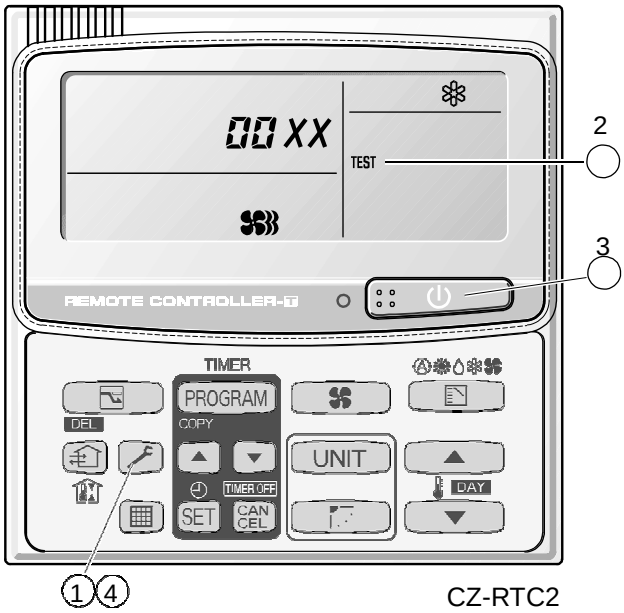

Fig. 3
① Press and hold the button for 4 seconds or longer.
② "Test" appears on the remote controller LCD display (Fig. 3).
③ Start operation.
④ Press the button to return to normal remote controller display.